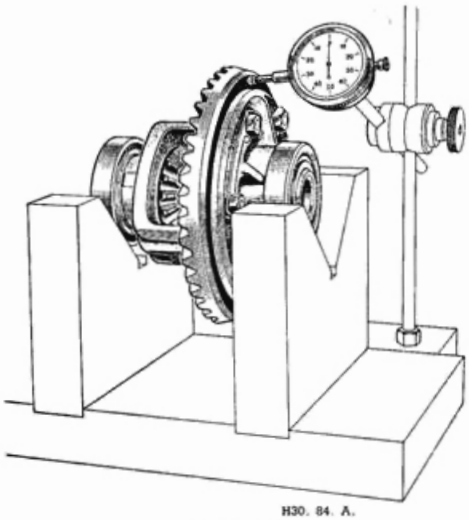

Fig. H.11.
(1) Assemble the bearings ('Thrust' side outwards) to the differential cage with the shims of calculated thickness, using Service Tool 18G134 and adaptor 18G134Q.
(2) Bolt the crown wheel to the cage, tightening alternately and evenly to a torque wrench reading of 60 lb. ft. (8·3 kg. m.), but do not turn over the lockwashers. The crown wheel must be checked for alignment (Fig. H.11) by placing the crown wheel, differential cage and bearings complete on a pair of vee blocks and using a dial indicator. As the bearings are resting in the vee blocks, the differential cage can be rotated by turning the crown wheel and readings taken off the face of the wheel. The crown wheel must not be more than ·002 in. (·0508 mm.) out of true. Any greater irregularity must be corrected. Detach the crown wheel from the differential cage and look for small particles of grit on the flanges. It will be found that the crown wheel will not often run out of true if the two surfaces have been thoroughly cleaned. Finally, turn over the lockwashers for the crown wheel securing bolts.
(3) Refit the differential to the gear carrier.
(4) Mount the dial indicator on the magnet bracket so that an accurate measurement of the backlash can be taken. The recommended backlash is etched on the crown wheel.
(5) Vary the backlash by decreasing the thickness of the shims at one side and increasing the thickness of the shims at the other side by the same amount, thus moving the crown wheel into or out of mesh as required. The total thickness of the shims must not be changed.
(6) The minimum allowable backlash is ·004 in. (·102 mm.) and the maximum is ·007 in.